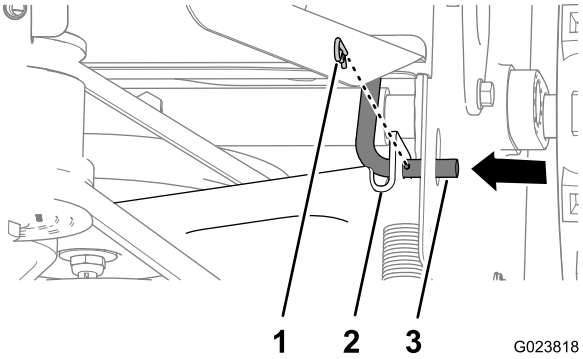

Rysunek 41
2. Wyjmij zawleczkę z drążka sterowania napędem jezdnym (Rysunek 41).
3. Wyjmij drążek sterowania napędem jezdnym z uchwytu sterowania jazdą, przesuwając drążek do środka (Rysunek 41).
5. Przesuń uchwyt sterowania napędu do tyłu i wyrównaj otwory na uchwycie z drążkiem sterowania napędu jezdnego (Rysunek 41).
6. Wprowadź drążek do uchwytu i zabezpiecz go zawleczką (Rysunek 41).